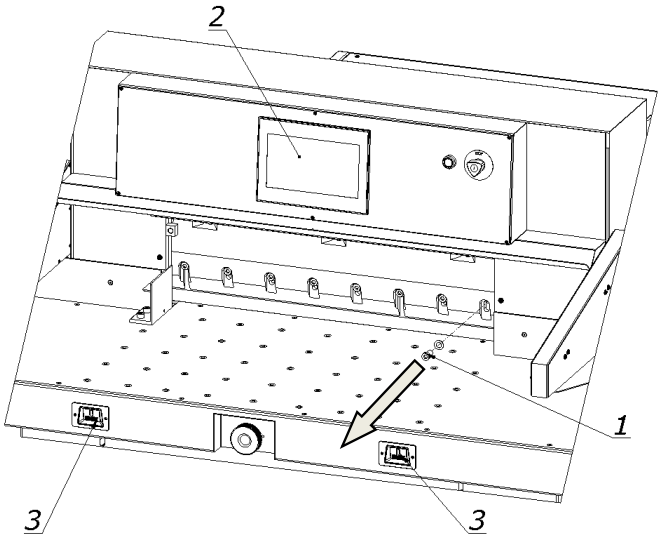

Figure 23.
4. Unscrew and remove the first fixing screw 1 on the right side of the knife bar (Figure 23).
6. On the touchscreen 2 (Fig. 23), disable the “Knife replacement” function.